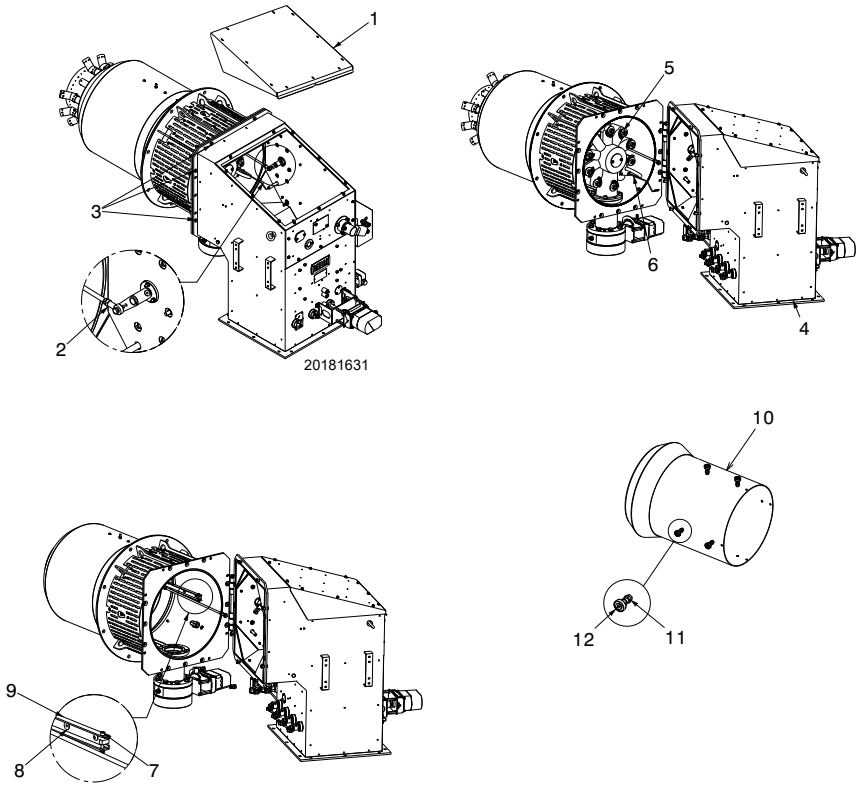

Fig. 32
- ➤ remove the cover 1) of the air conveyor 4)(Fig. 32);
- ➤ open the air conveyor on the hinge after removing the screws 3)(Fig. 32);